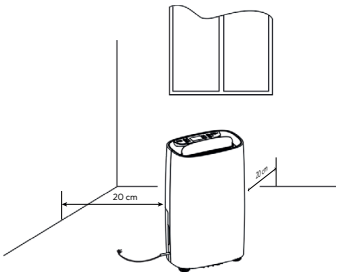

Fig. 1
1. Placer affugteren på en flad, stabil og jævn overflade. Placer apparatet, så der er mindst 20 cm fri plads på hver side til fri luftcirkulation (fig. 1).